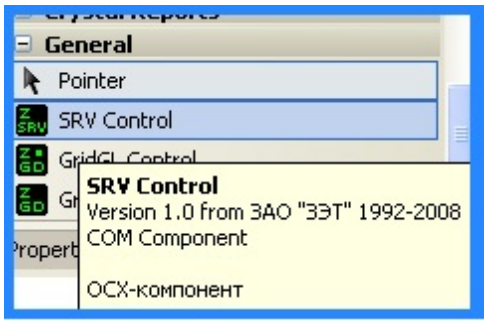

Рисунок 1.3. Внешний вид ToolBox с подключенным компонентом ZETServer.
7. После Данных манипуляций в ваш проект будет подключен компонент, с именем класса AxSrv. Смотри рисунок 1.3. AxSrvLib и SrvLib.